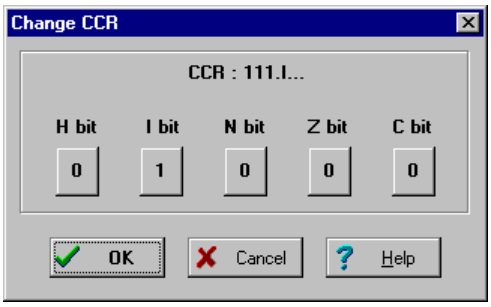

**Figure 6-14. The *Change CCR* Dialog**
- To change the CPU accumulator (ACCA), index register (XREG), and program counter (PC) values from the CPU window, click on the value and enter the new value in the dialog. Press OK to close the dialog and save the new value.
- To change the CPU CCR values, double click the CCR value in the CPU window to open the *Change CCR* dialog (Figure 6-14). Change the H, I, N, Z, or C CCR bits by pressing the button below each to toggle condition code register bits between 1 (on) and 2 (off). Press OK to close the dialog and save the values.